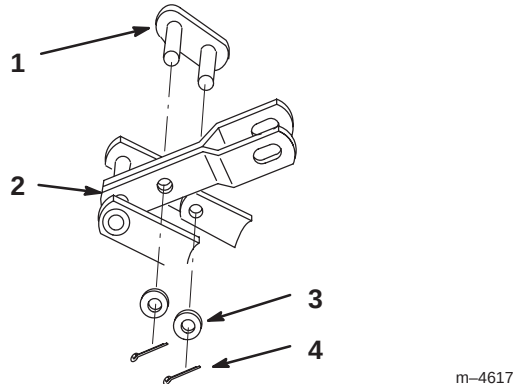

Figure 2
3. Monter la liaison entre le support du plateau et le bras porteur de relevage (Fig. 2).
4. Fixer la liaison à l’aide de rondelles de 12,7 mm (1/2”) et de goupilles fendues de 26 mm (1”) (Fig. 2).